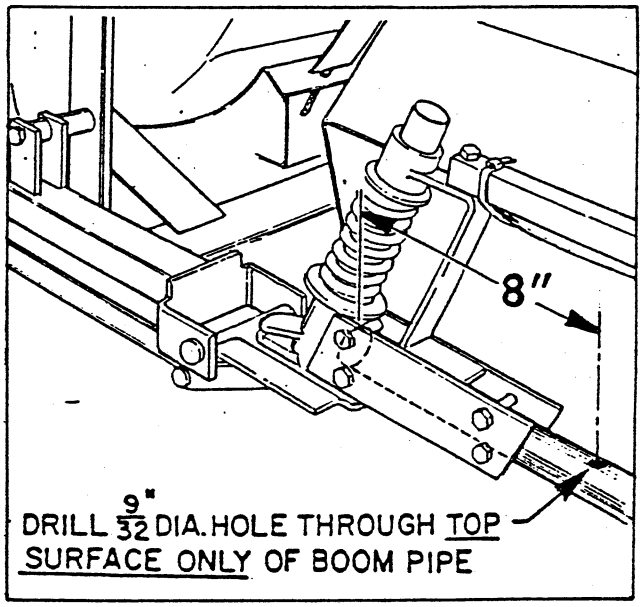

FIG. 1
■ Locate, mark and drill, DRILLING THROUGH THE TOP SURFACE ONLY, one 9/32" dia. hole at 8-inches from the ends of the right and left Boom Pipes. See FIG. 1. These holes are used for the installation of the Split Eyelet Connectors.